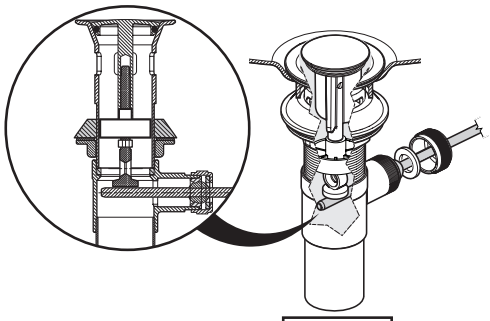

Fig. 10.2
- Ajuster la hauteur du **boulon incrochetable** et insérer le **bouchon** dans le drain. Le **boulon incrochetable** repose sur la **tige horizontale** (fig. 10.2).
- Adjust the stopper **burglarproof bolt** height and put the **stopper** back in the drain. The **burglarproof bolt** sits on the **horizontal rod** and is removable (fig. 10.2).